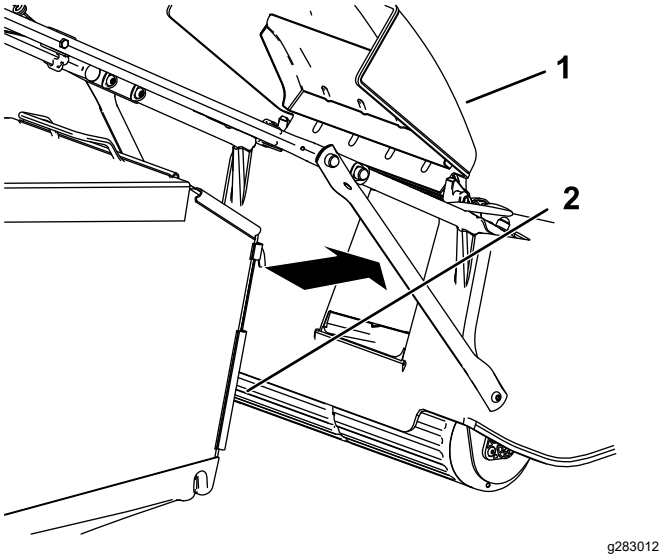

Figur 20
3. Sæt græsposen på plads (Figur 20).